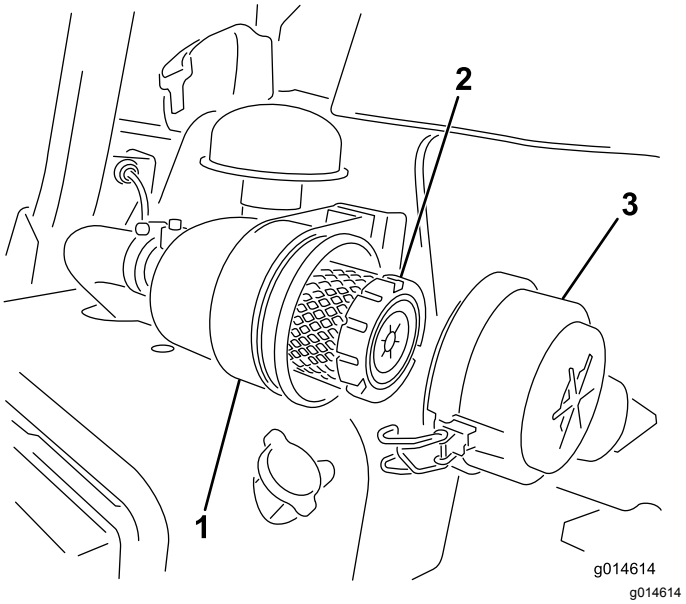

Figur 23
1. Utløs låsene som fester luftrenserdekslet til luftrenserhuset (Figur 23).
7. Fest låsene (Figur 23).